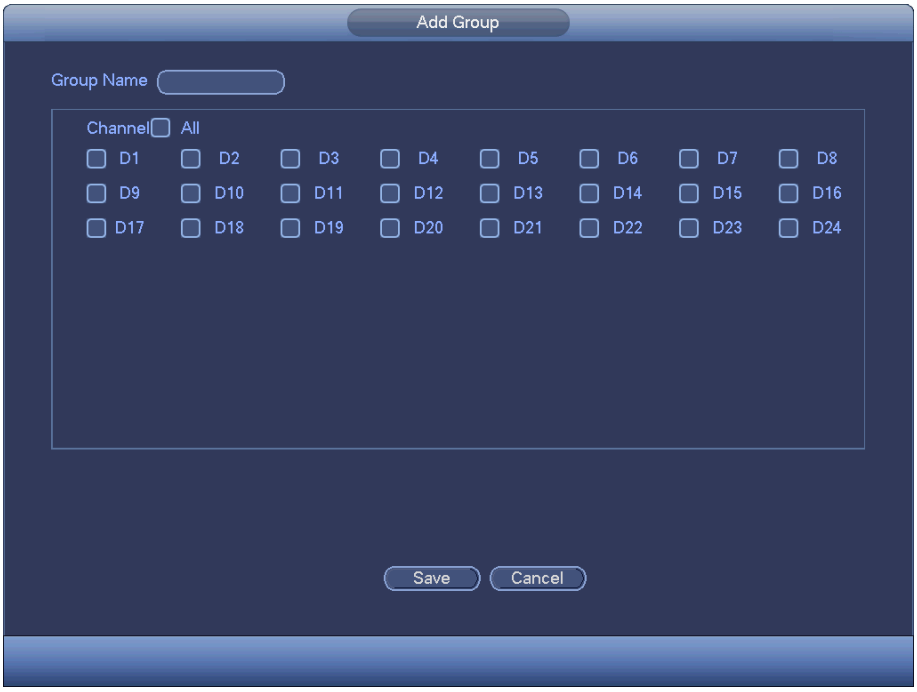

Figure 4-220
b) From Main menu->Backup, you can go to the Backup interface. See Figure 4-220